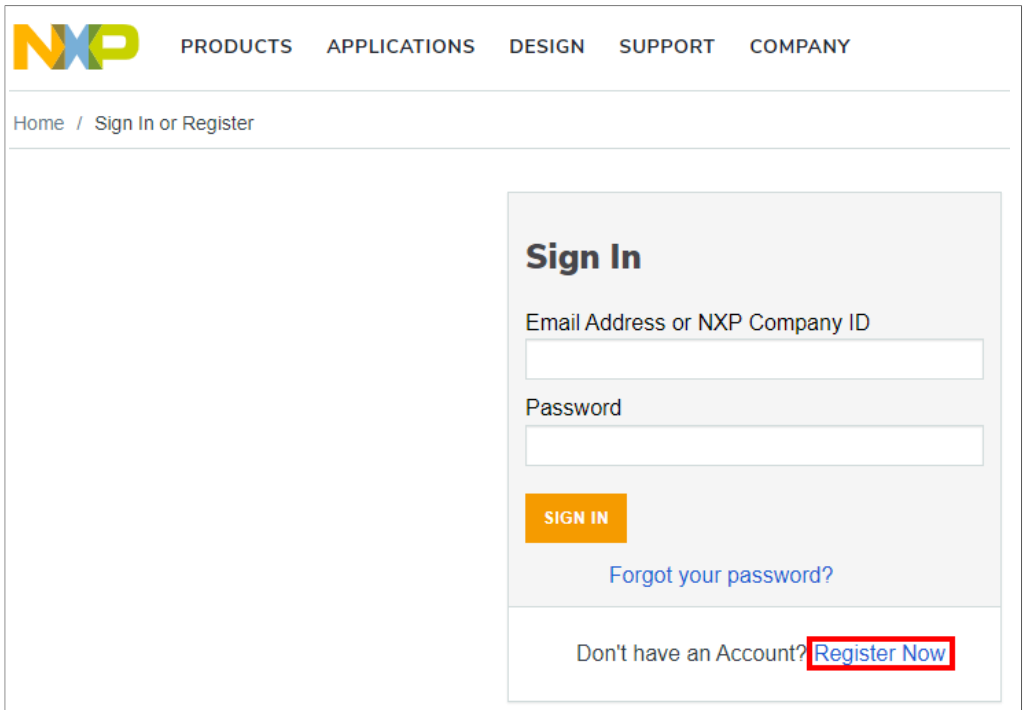

Figure 63. Register your NXP account
2. You will be asked to sign-in with your account at the NXP website. If you do not have an account, click on ***Register Now*** as shown in Figure 63: